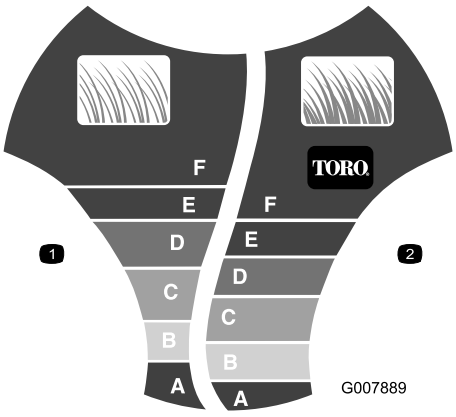

Figur 16
SmartWheel® har to klippeskalaer – tyndt/normalt græs og frodigt græs – for at sikre den bedste klippehøjdeindstilling til alle klippeforhold (Figur 16).
Bemærk: SmartWheel udregner den korrekte indstilling for at sikre, at du højst klipper en tredjedel af græsstrået (Figur 16).
2. Kør plæneklipperen ud på græsplænen; stands plæneklipperen, når SmartWheel-konstruktionen er opretstående (Figur 16).